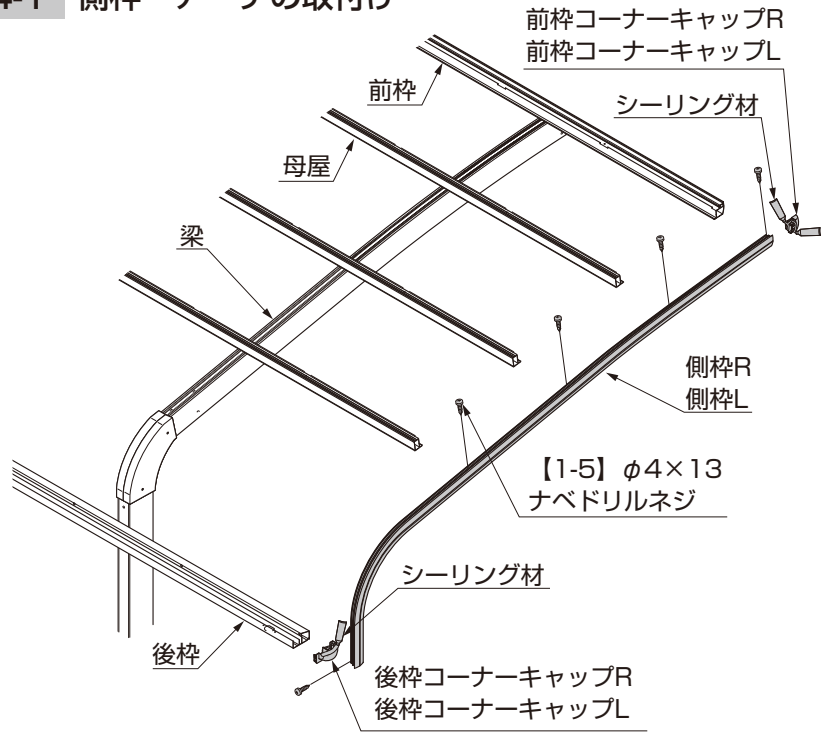
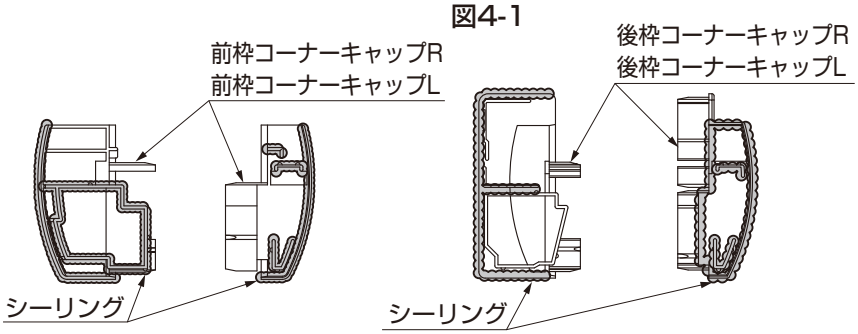

図4-1
図4-2
①前枠コーナーキャップR・前枠コーナーキャップLおよび後枠コーナーキャップR・後枠コーナーキャップLにシーリング材を充てんして、側枠R・側枠Lに取付けてください。（図4-1、図4-2参照）